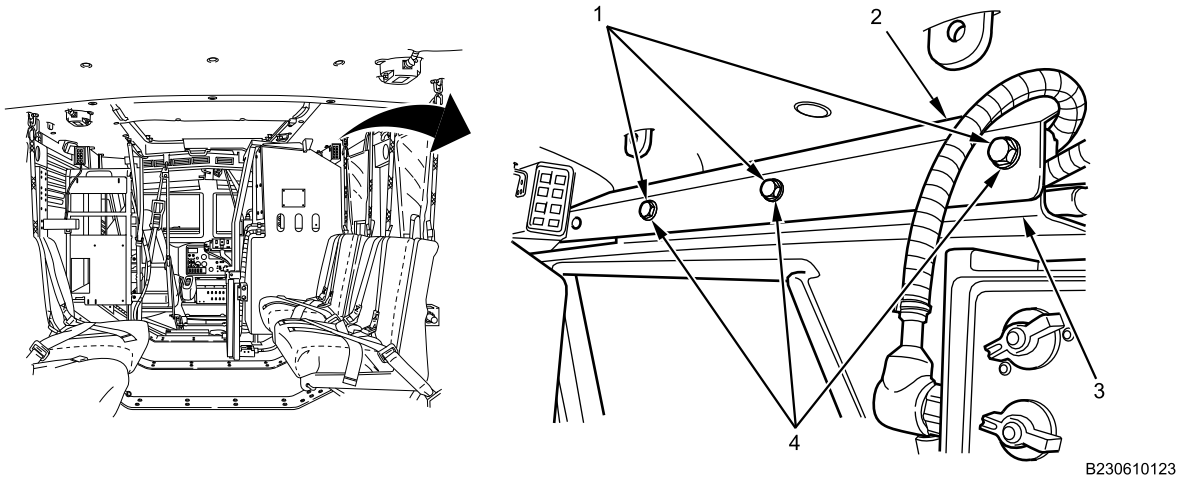

Figure 13. Right Front Cabin Molding.
5. Install right front cabin molding (Figure 13, Item 2) on front moulding channel (Figure 13, Item 3) with three flat washers (Figure 13, Item 4) and bolts (Figure 13, Item 1). Tighten bolts securely.